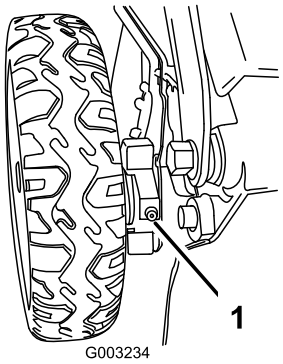

Figur 38
1. Torka av smörjnipplarna precis innanför bakhjulen med en ren trasa (Figur 38).